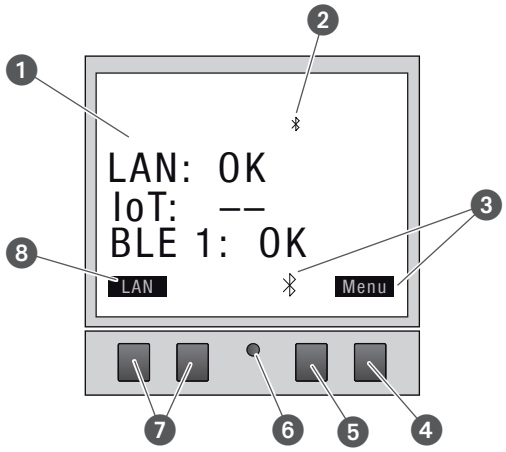

Abb. 2: Displayaufbau
Funktionsanzeigen der beiden rechten Tasten (Abb. 2/❹ + ❺)
Funktionsanzeigen der beiden linken Tasten (Abb. 2/❼)
Die Menüstruktur erscheint auf dem Display nach Betätigung der Menü-Taste (Abb. 2/❹).